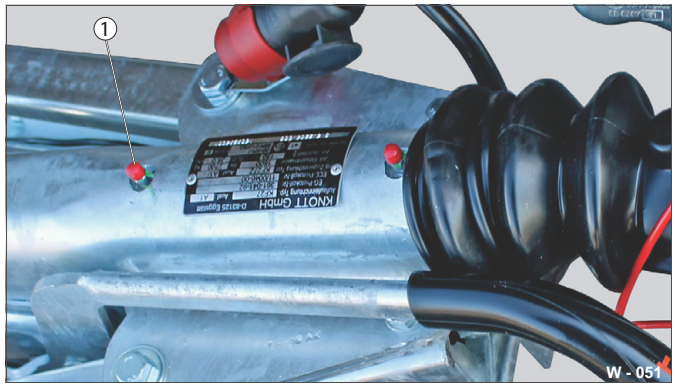

Abb. 40 Příprava maznice
▶ V případě potřeby stáhněte víčko (Abb. 40/1) z maznic.